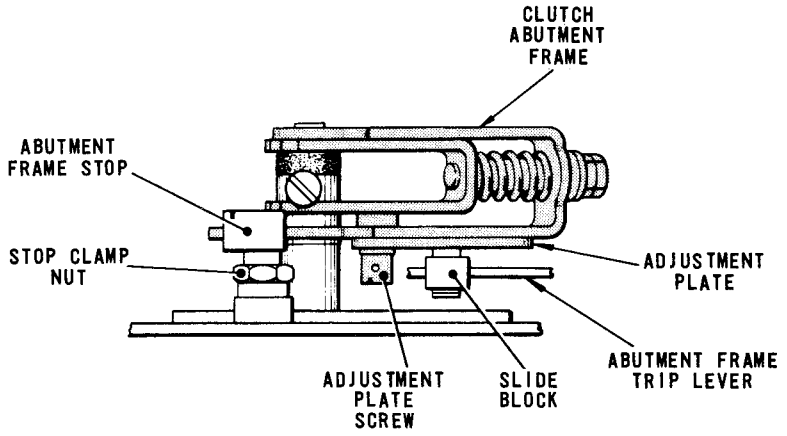

Fig. 4.3 TRANSLATOR CLUTCH ABUTMENT MECHANISM
4.3 To adjust, slacken the nut clamping the eccentric stop, Fig.4.3, and turn the stop for maximum depth of engagement between the abutment and the trigger. Insert a .025 in. gauge between the tail of the abutment frame and its eccentric stop,